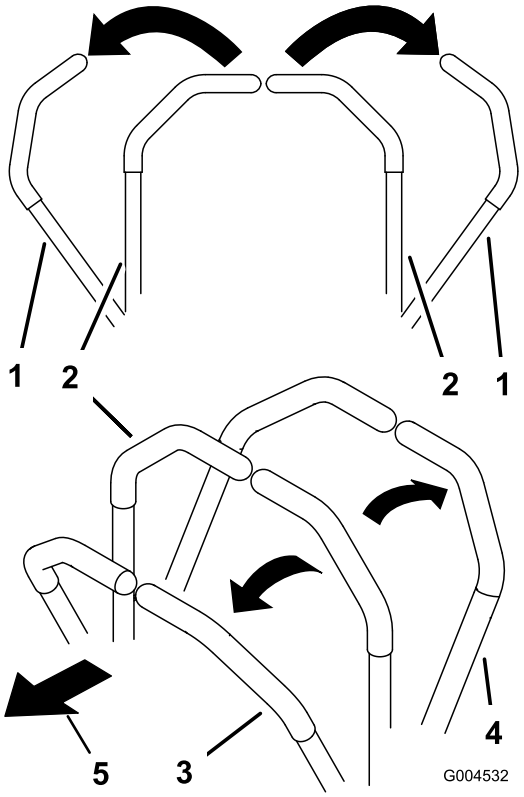

Figur 22
1. För reglerhandtagen till det neutrala låsläget (Figur 22).